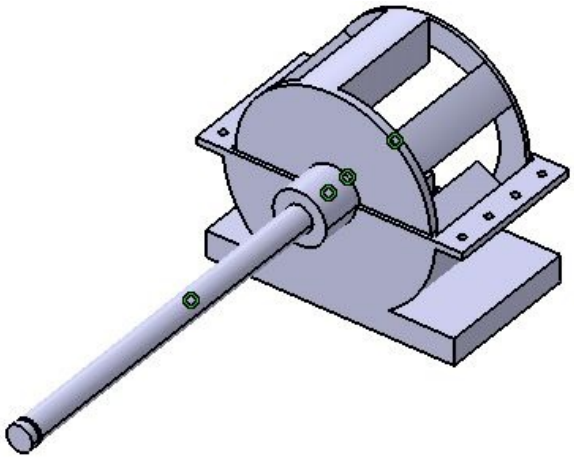

Figure 12-75 *Position of the Motor Shaft with respect to the Blower shown from the back side*
4. Choose the **Quick Constraint** tool from the **Constraints** toolbar and move the cursor over the Motor Shaft. The axis of the shaft will be displayed as a center line. Select the axis by clicking over the center line. The axis will now be highlighted in orange. Similarly, select the axis of the Blower hub. The Coincidence constraint will be automatically applied between the two selected axes. Update the model to place the Motor Shaft inside the Blower hub, as shown in Figure 12-75.